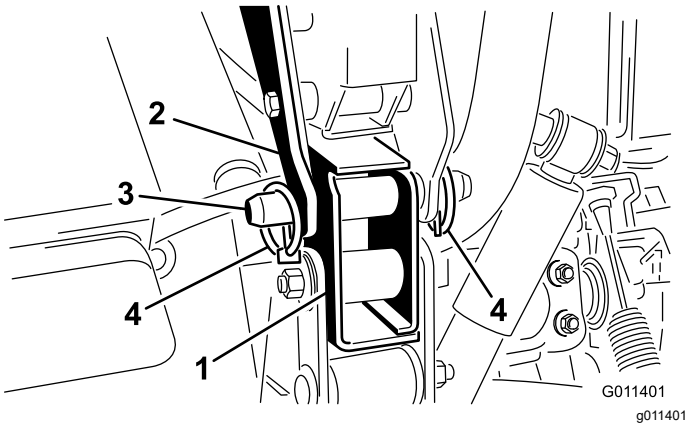

**Figur 9**
7. Fest hver bakre monteringsbrakett til Workman-kjøretøyets ramme med en splittpinne og to ringstifter (Figur 9).